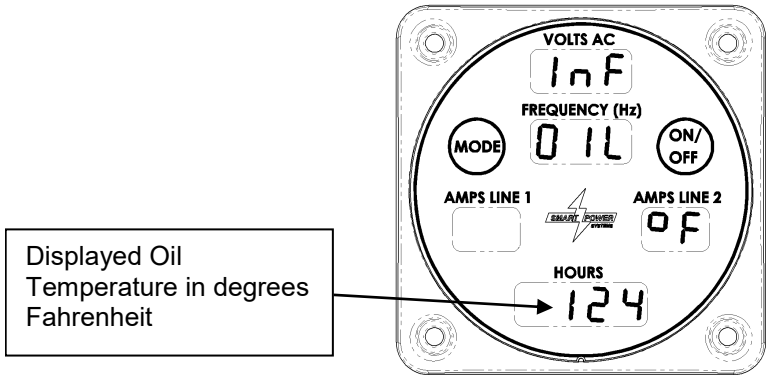

Figure 18 – System Temperature Display
a. When the Command & Control Center is in Normal mode, pressing the Mode switch once will display the oil temperature as in Figure 18, below.